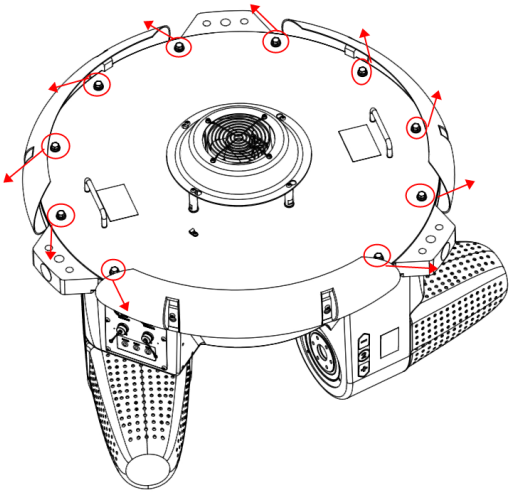

Figure 4-1 Remove the top cover cover screws
**Step 2** Use a 12 mm open-end wrench to turn counterclockwise to remove the 12 M8×16 hexagon head flange bolts on the top cover, as shown in Figure 4-1.